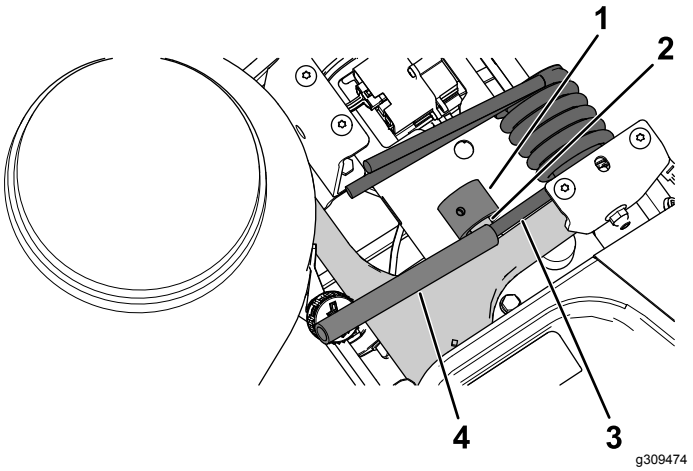

Figura 3
3. Coloque el espaciador del muelle sobre la clavija del brazo de suspensión (Figura 3).
4. Levante el extremo del muelle de torsión del poste del brazo de suspensión con una mano y coloque el espaciador entre el muelle de torsión y la clavija del brazo de suspensión (Figura 3).